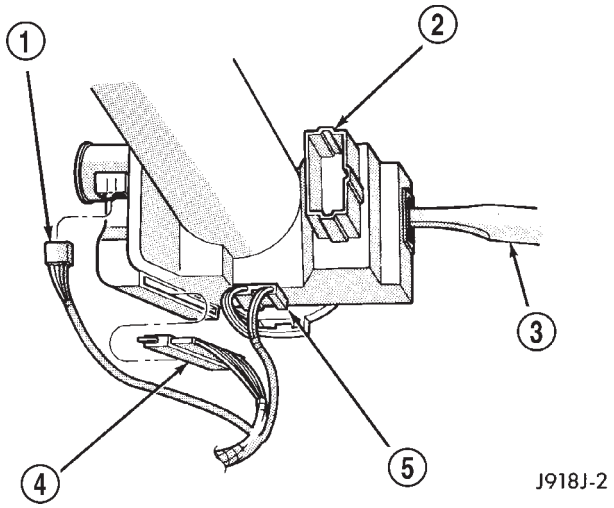

Fig. 7 Steering Column Wiring
(12) Loosen the upper Support Bracket nuts to allow some slack. This will aid in removal of the upper fixed shroud.
(13) Remove the electrical connections from Key-in light, Ignition Switch, Horn, Overdrive Switch and Clock Spring (Speed Control) (Fig. 7).